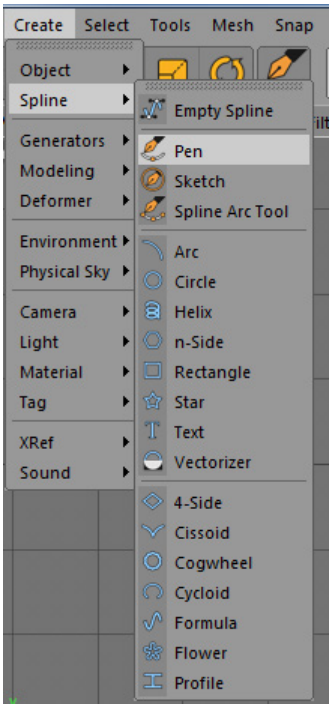
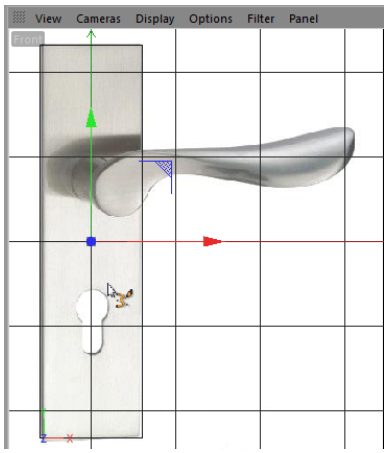

Figure 2-10 *Choosing **Pen** from the main menu*
Figure 2-11 *The changed shape of the cursor*
1. Press F4; the Front viewport is maximized. Choose **Create > Spline** from the main menu; a cascading menu is displayed. Now, choose **Pen** from it, as shown in Figure 2-10. Alternatively, choose the **Pen** tool in the Command Palette; the shape of the cursor changes, as shown in Figure 2-11.